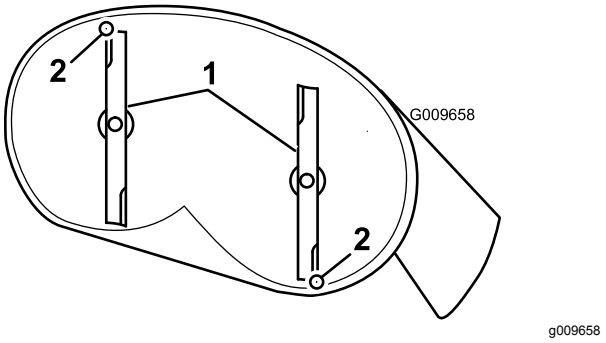
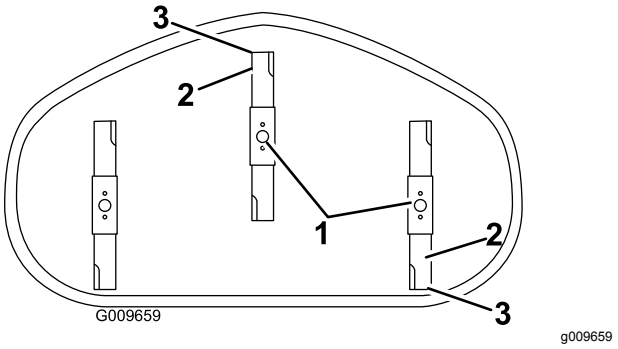

**Figur 62**
**Figur 63**
4. Drej forsigtigt knivene, så de vender på langs (Figur 62 og Figur 63).
5. Mål fra spidsen af den forreste skærekniv til den plane overflade og spidsen af den bageste skærekniv til den plane overflade (Figur 62).
7. Efter justering skal du kontrollere den langsgående hældning igen og fortsætte med at justere møtrikken, indtil spidsen på den forreste skærekniv er mellem 1,6 og 7,9 mm lavere end spidsen på den bageste skærekniv (Figur 62).